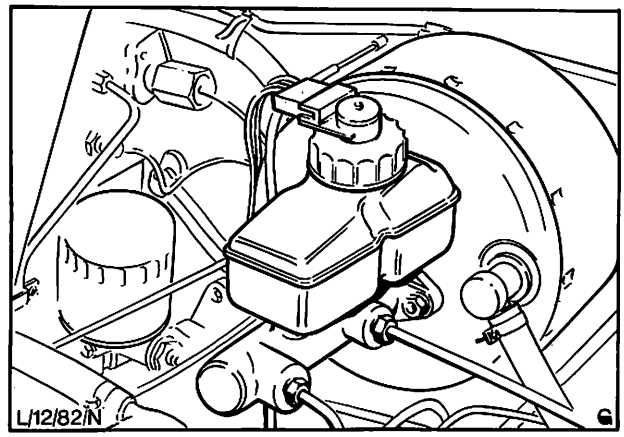

Abb. 12 Hauptzylinder
2. Verschlußdeckel abschrauben und Bremsflüssigkeitsstand prüfen, Abb. 12. Falls erforderlich, vorgeschriebene Bremsflüssigkeit (siehe Technische Daten) nachfüllen.